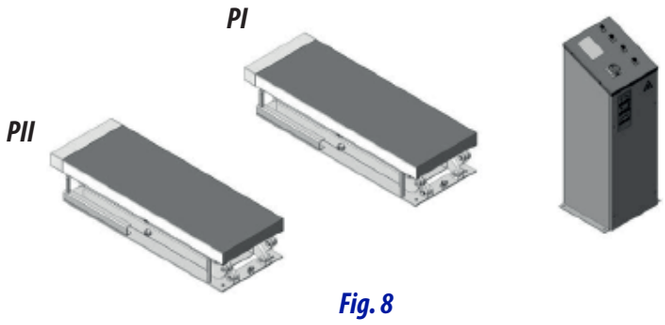

Fig. 8
1. Seleccione una ubicación y distribuya el equipo de acuerdo con los pasos B (véase la Fig. 8).